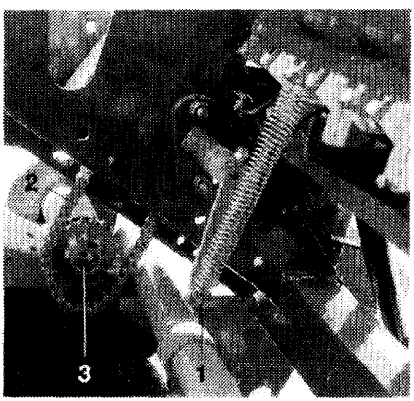

Fig. 25
- Hebel (Fig. 25/1), zum Entspannen der Antriebskette, nach unten drücken und die Antriebskette der Drillmaschine um das Ritzel (Fig. 25/3) des Reifenpackers legen.